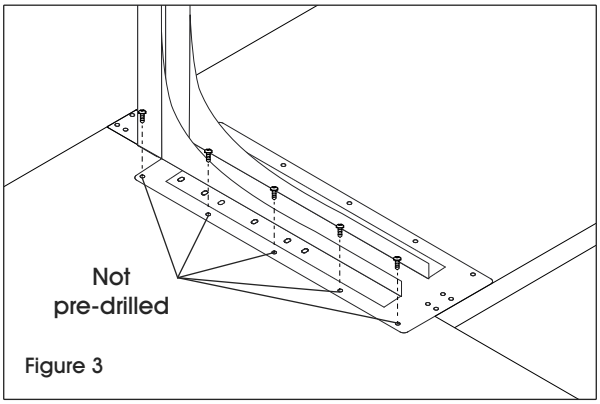

Figure 3
1. With both table assemblies upright, slide L-extension underneath base table on right or left hand side. Make sure that table corners align perfectly. (See Figure 3)
2. Using five wood screws, attach L-leg (6) to underside of 96" top (5).